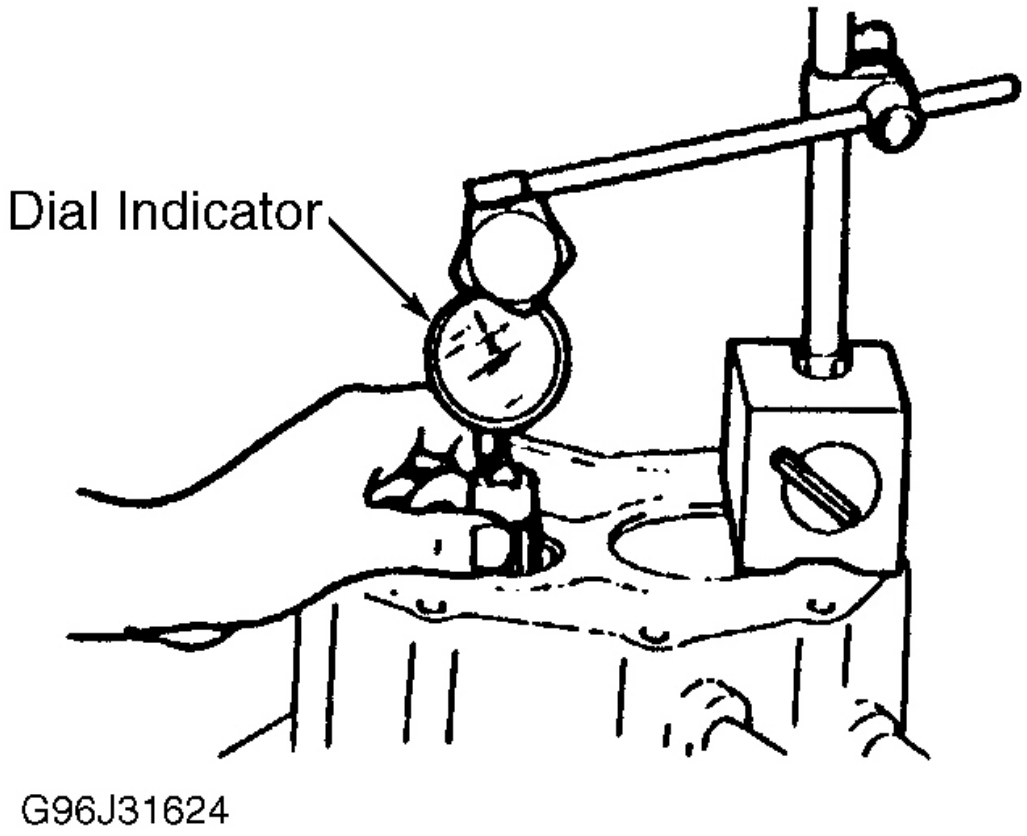

Fig. 11: Measuring Secondary Shaft Thrust Clearance (F25M-R)
2. Mount dial indicator to clutch housing and place plunger on end of secondary shaft. See **Fig. 11** . Zero dial indicator. Pull secondary shaft upward and record measurement. Add .0012" (.03 mm) to measured thrust clearance and record. Add .0031" (.08 mm) to thrust clearance and record. Select thickest adjustment shim in range determined by these two measurements. Shims are available in the